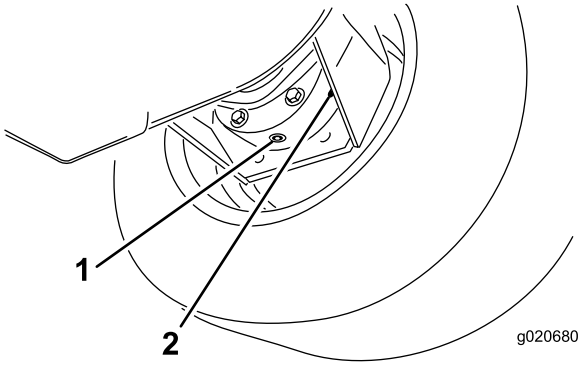

Bild 59
3. Stellen Sie eine Auffangwanne unter das Bremsgehäuse, entfernen Sie die Ablassschraube und lassen das Öl ablaufen (Bild 59).